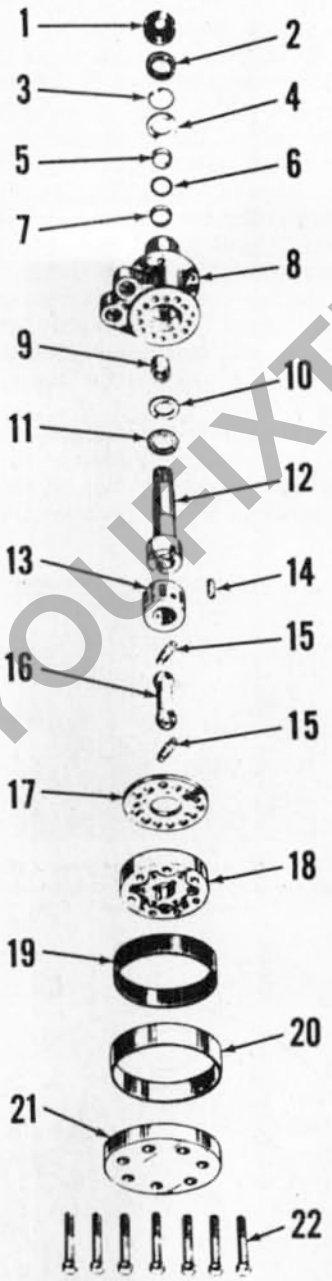

Fig. 19—Exploded view of power steering hand pump.
29. **OVERHAUL MANUAL (HAND) PUMP.** With manual pump removed as outlined in paragraph 27 or 28, place the unit in a soft jawed vise with end plate on top side. Remove cap screws (22—Fig. 19) and lift off end plate (21).